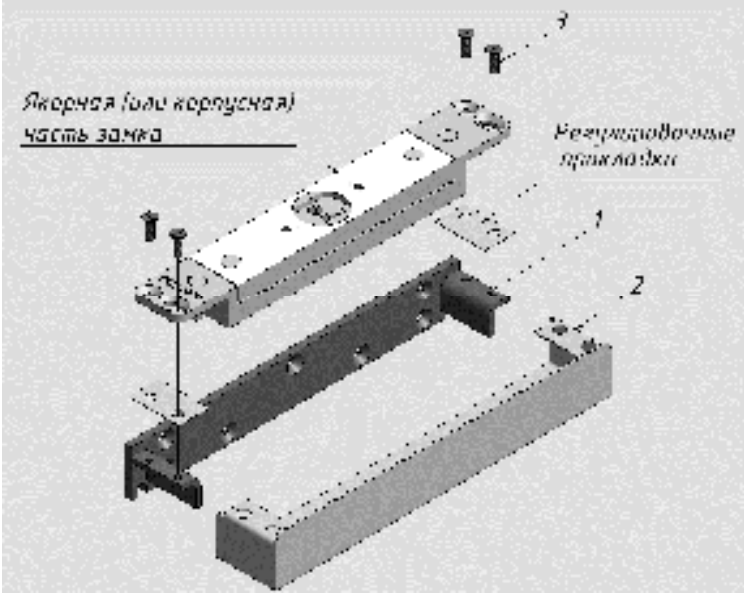

Рис. 1
3.1 Корпусная часть ЗАМКА крепится с помощью кронштейна к дверной раме, якорная часть замка с помощью аналогичного кронштейна - к полотну двери. Кронштейны крепятся с помощью саморезов или винтов (не входят в комплект поставки). Кожухи крепятся к кронштейнам штатными винтами одновременно с корпусом или якорем ЗАМКА (Рис. 1).